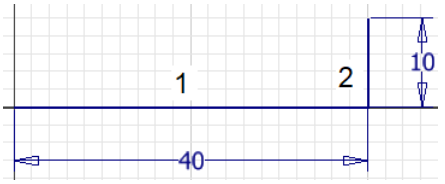

Figure 2-100(b) *Dimensioning the sketch*
5. Draw lines 3, 4, 5, 6, and 7, as shown in Figure 2-100(c). Make sure the lines are horizontal and vertical.